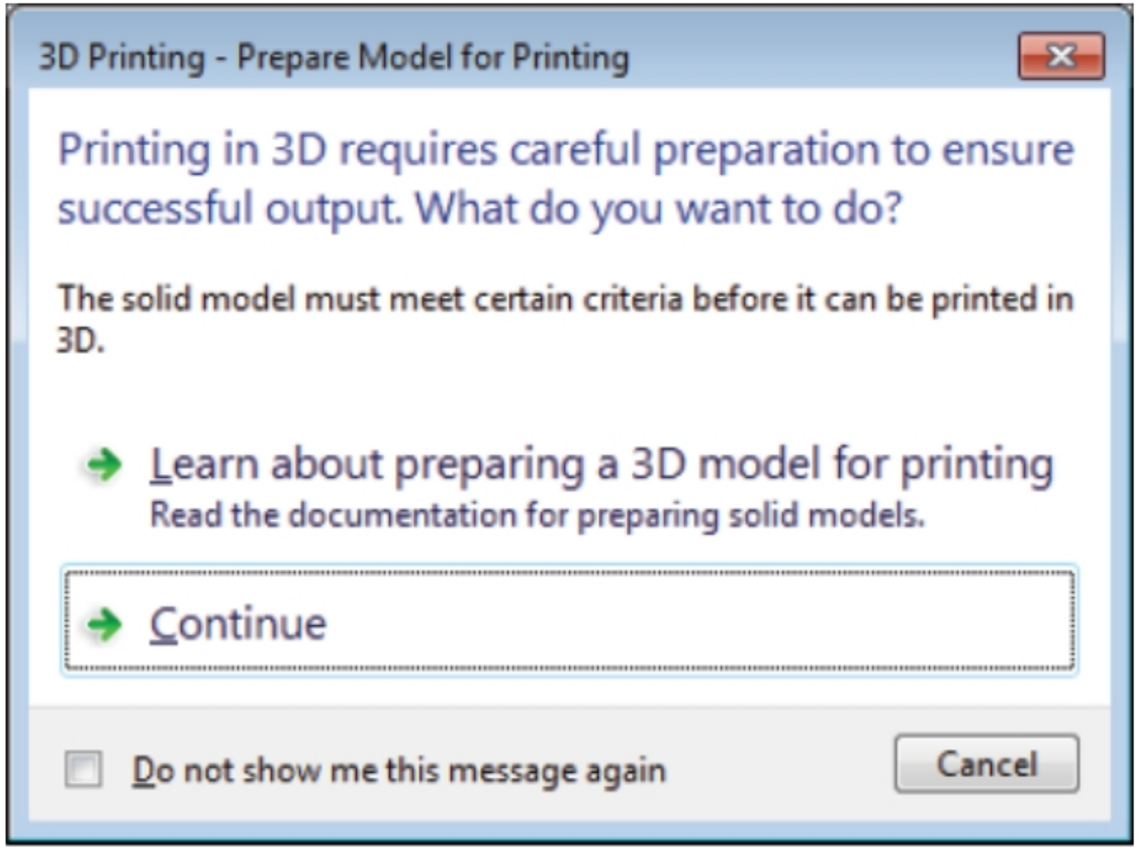

Figure-55. 3D Printing dialog box
- Click on the **Send to 3D Print Service** tool from the **Publish** cascading menu in the **Application** menu. The **3D Printing** dialog box will be displayed as shown in Figure-55.